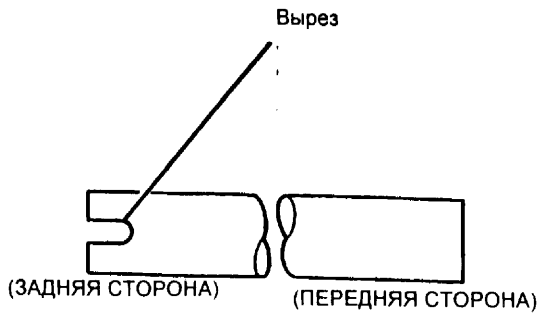

Рис. 6 Позиционирование нагревательного вала
1. (Рис. 6) Следите за ориентацией нагревательного вала.